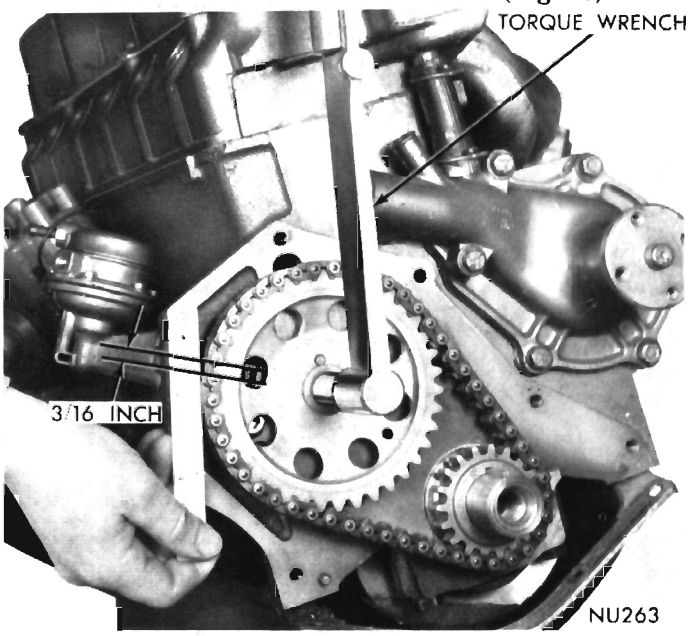

Fig. 23—Measuring Chain Stretch
(1) Place a scale next to the timing chain so that any movement of the chain may be measured.
(2) Place a torque wrench and socket over the camshaft sprocket lock bolt and apply torque in the direction of crankshaft rotation to take up slack; 30 foot-pounds (cylinder head installed) or 15 foot-pounds (cylinder head removed). **With torque applied to the camshaft sprocket bolt, crankshaft should not be permitted to move. It may be necessary to block the crankshaft to prevent rotation.**
(3) Holding a scale with dimensional reading even with the edge of a chain link, apply torque in the reverse direction 30 foot-pounds (cylinder head installed) or 15 foot-pounds (cylinder head removed) and note the amount of chain movement (Fig. 23).